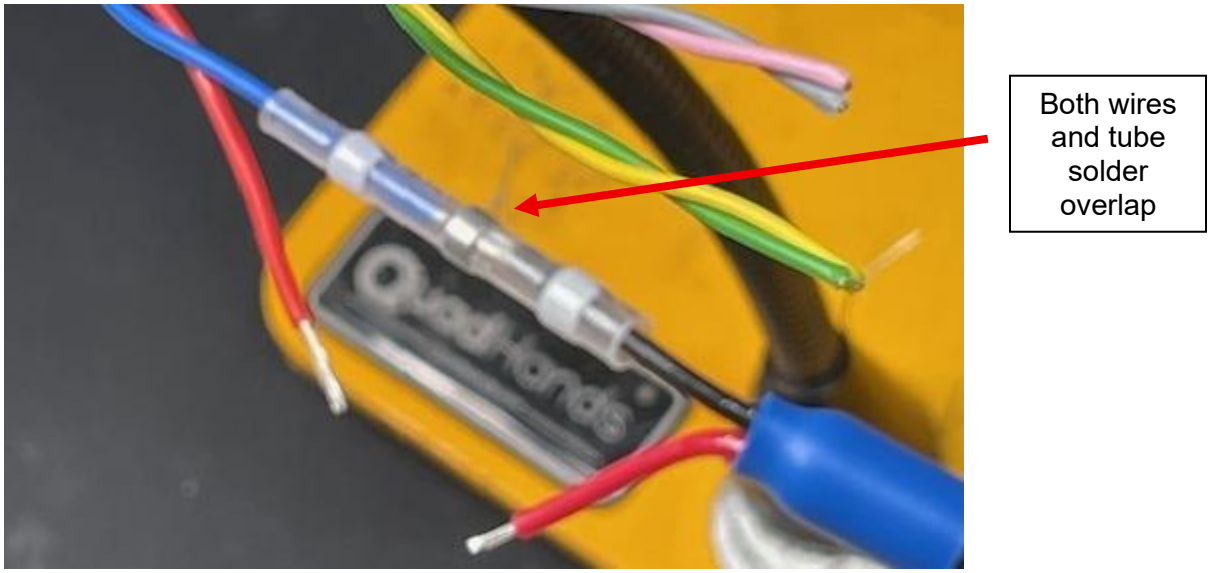

Figure 25 (Blue and Black wires overlapping with solder ring within tube)
25. Insert the Blue exposed wire tip (8-wire harness side) to overlap with the solder seal wire connector tube solder ring, as well as with the exposed 2-pin black wire (ref Figure 25)